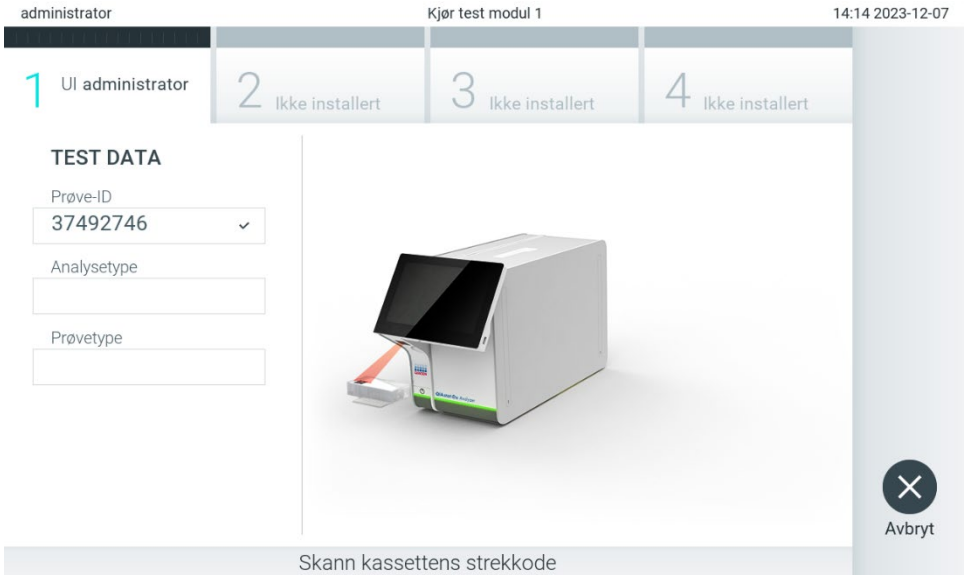

Figur 87. Skanne strekkoden på analysekassetten til QIAstat-Dx.
4. Når testorden er mottatt fra verten, vises «Scan cartridge for assay <assay_name> and book order <order_number>» (Les kassett for analyse <assay_name> og bestillingsordre <order_number>). Skann strekkoden på den spesifiserte analysekassetten til QIAstat-Dx (figur 87).